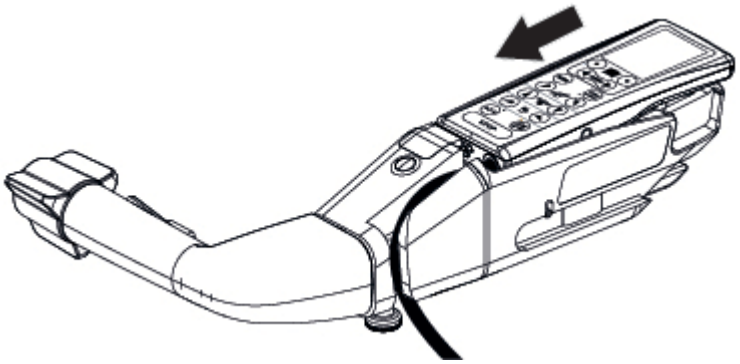

Figura 6-7. Instalar o controlo manual
2. Deslize o controlo manual na pega de transferência motorizada. Consulte a *Figura 6-7*.